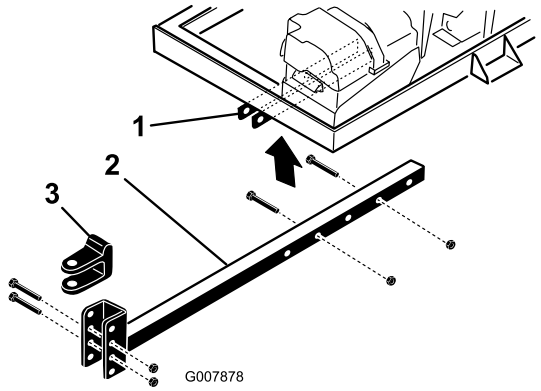

**Figuur 7**
2. Plaats de trekhaakbuis in de framesteunen (Figuur 7). Bevestig de buis aan het frame met 2 bouten (3/8 x 3 inch) en flensmoeren (3/8 inch).
- Verwijder de bouten en sluitmoeren waarmee de trekhaak is bevestigd (Figuur 7) aan de trekhaakbuis.
- Verwijder de bouten en de moeren waarmee de trekhaakbuis is bevestigd aan de framesteunen (Figuur 7).